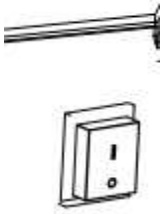

Figura 2
- Colocar o interrutor de rede na posição I e verificar se o ventilador está a funcionar corretamente. (Figura 2)